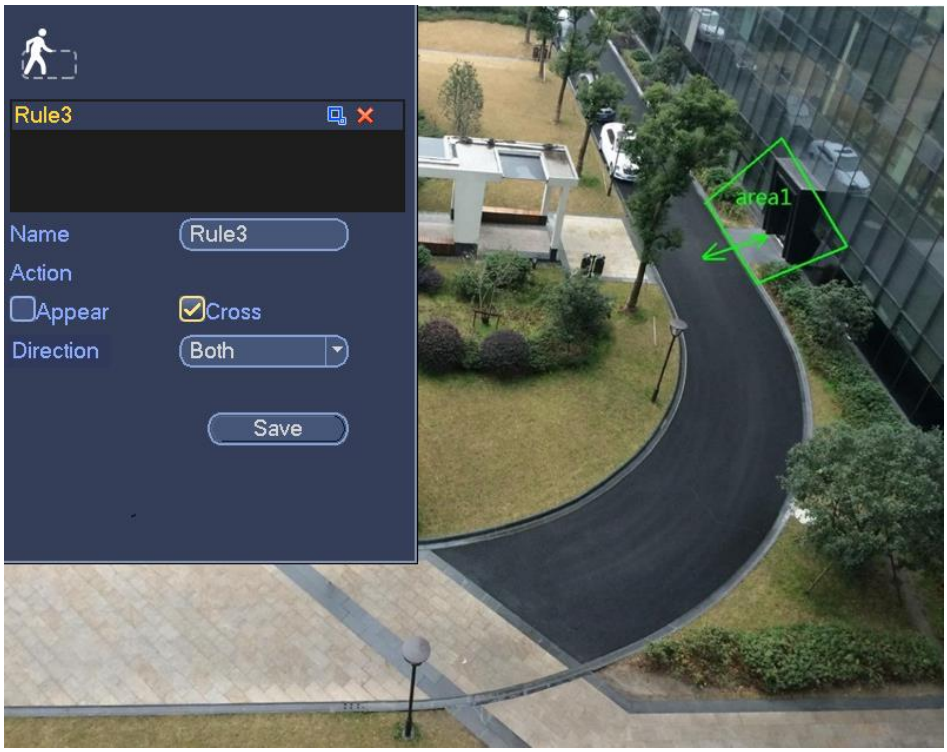

Figure 4-148
1. Click draw button to draw the zone. See Figure 4-148.